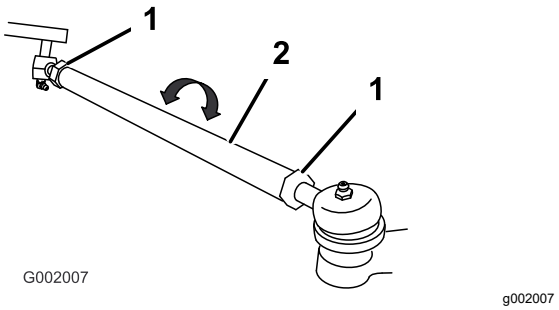

Figuur 51
5. Als deze afstand buiten het gespecificeerde bereik valt, moet u de contramoeren aan beide uiteinden van de trekstangen losdraaien (Figuur 51).